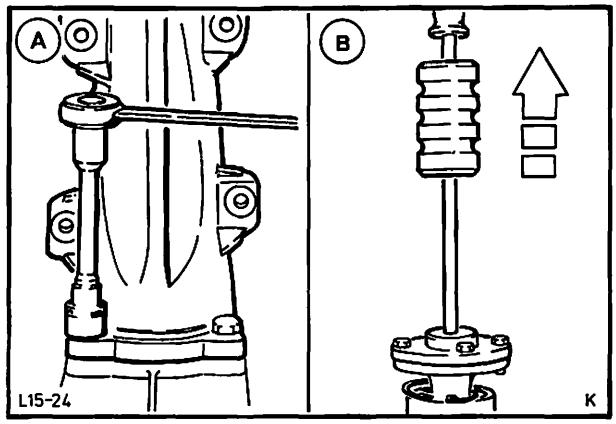

Abb. 45 A = Verlängerung vom Achsgehäuse abschrauben
3. Hinterachsverlängerung vom Achsgehäuse abbauen (4 Schrauben), Abb. 45. Zwischenplatte 15-011-01 (metr. Gewinde) bzw. 15-011-02 (Zollgewinde) mit Gelenkwellenschrauben an den Flansch montieren. Hinterachsverlängerung und Welle komplett mit Spezialwerkzeug 15-011 abziehen. Abb. 45.